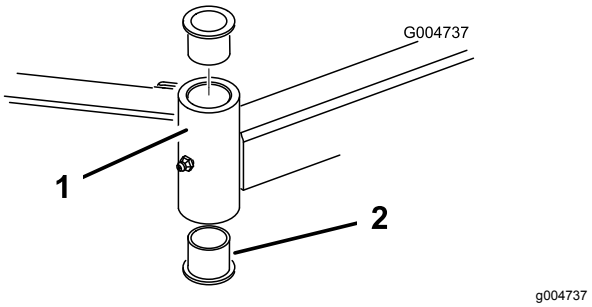

**Figuur 106**
4. Sla een drevel in de boven- of onderkant van de bevestigingsbuis en tik de lagerbus uit de buis (Figuur 106).